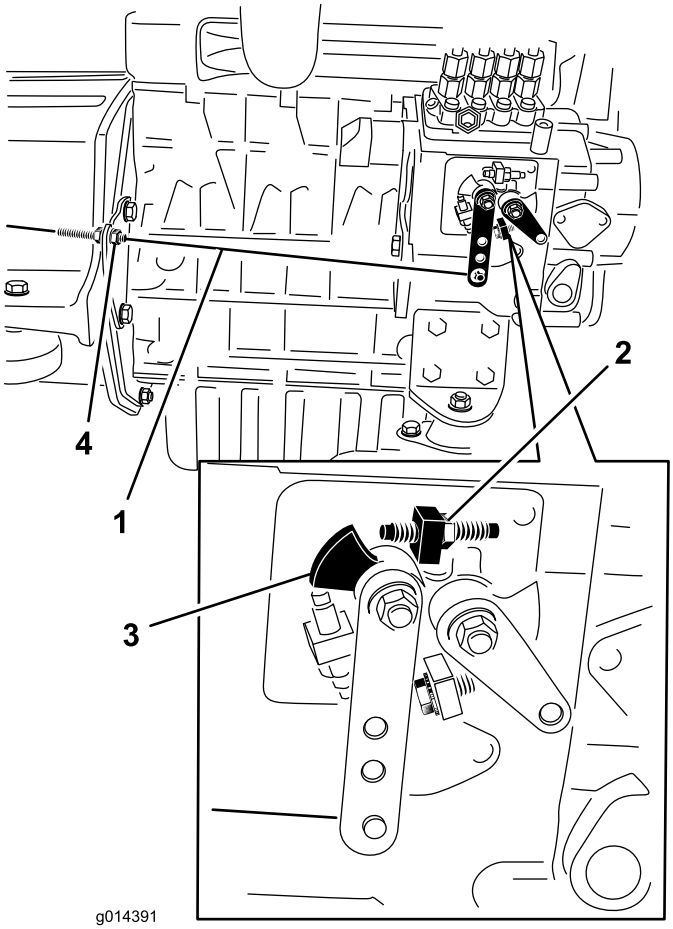

Figur 38
2. Kontrollera växelväljarspakens läge på motorns bränsleinsprutningspump. Växelväljarspaken ska ha kontakt med höghastighetsskruven när gasreglaget är i det SNABBA (spärrade) läget (Figur 38).
3. Du kan vid behov justera gasvajerns kontramuttrar tills växelväljarspaken får kontakt med höghastighetsskruven när gasreglaget är i det SNABBA (spärrade) läget (Figur 38). **Justera inte höghastighetsskruven på växelväljarspaken.**